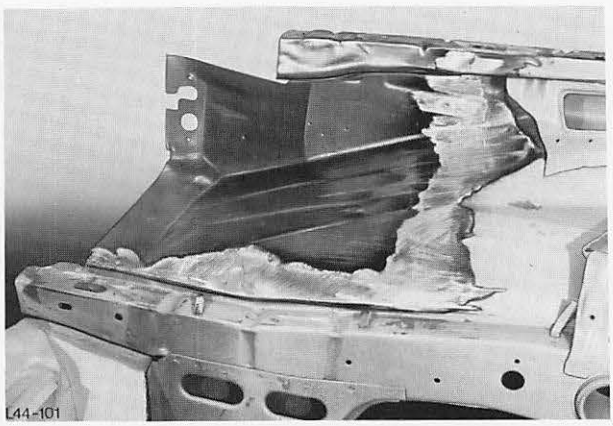

Abb. 97 Ansicht der bearbeiteten Schwemmstelle
17. Schwemmstellen so wenig wie möglich bearbeiten, damit die Stabilität erhalten bleibt, Abb. 97.